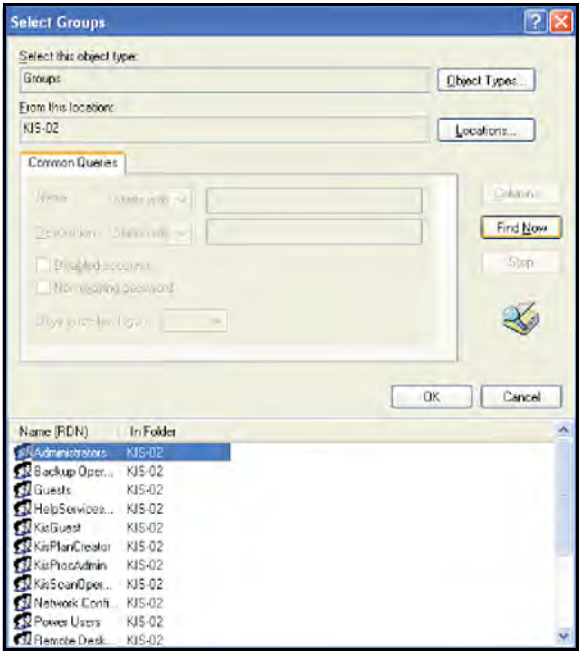

Рис. 121: Выбор групп с перечнем групп
10. Щелкните Find Now (Найти сейчас), и откроется окно *Select Groups (Выбор групп)* (см. *Рис. 121* ниже). Затем выберите нужную группу для пользователя и щелкните OK.